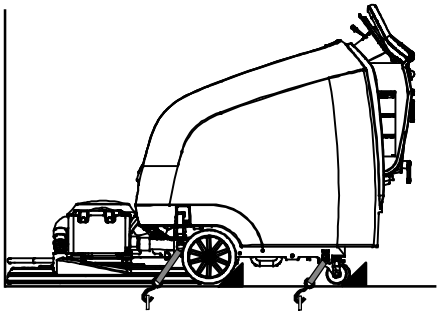

FIG. 54
3. Once loaded, position the front of the machine up against the front of the trailer or truck. Lower the burnishing head to the floor and turn the key off (Figure 54).
4. Place a block behind each wheel (Figure 54).
5. Using tie- down straps, secure the front and rear of the machine using the four tie- down brackets located on the machine frame (Figure 54). It may be necessary to install tie-down brackets to the floor of your trailer or truck. Do not use the burnishing head lift pedal as a tie down.